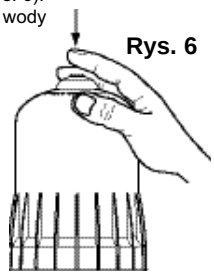

Rys. 6
- Wcisnąć przycisk spustu w górnej części klosza (Rys. 6).